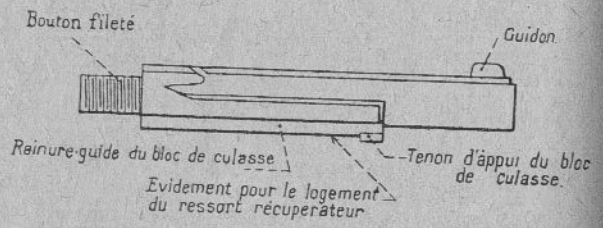

Fig. 4. — Canon.
32. Canon (fig. 4) : le *bouton fileté;* le *guidon;* les *rainures*